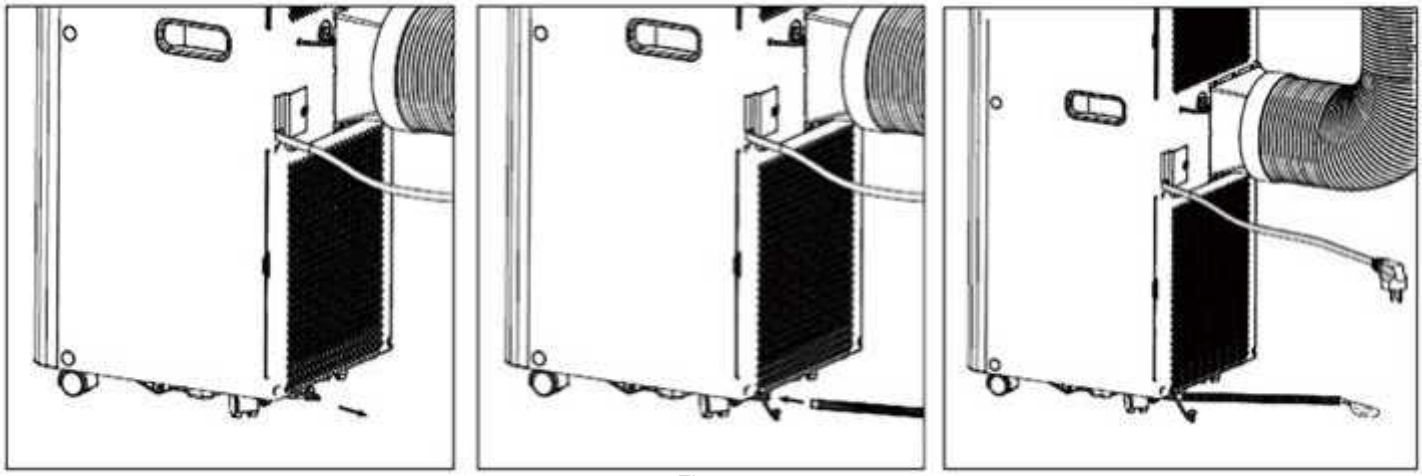

Fig. 9
3) Como se muestra en la Fig.9, conecte bien la manguera de desagüe (sólo para utilizar el modelo de calefacción);
Si va a dejar la unidad sin usar durante mucho tiempo, retire el tapón de goma del orificio de drenaje situado en la parte inferior de la unidad y drene el agua hacia el exterior. Puede utilizar el drenaje continuo con una manguera de drenaje conectada al orificio de drenaje inferior, cuando la unidad funciona en el modo CALOR. No es necesario utilizar el drenaje continuo cuando la unidad funciona en modo FRÍO o DESHUMIDIFICACIÓN. La unidad puede evaporar el agua condensada automáticamente por el motor de salpicadura. Asegúrese de que los orificios de drenaje estén bien tapados. Si el motor de salpicadura de agua está dañado, se puede utilizar el drenaje continuo. Para conectar la manguera de drenaje al orificio de drenaje inferior (Fig.9), la unidad también puede funcionar bien. Si el motor de salpicadura de agua está dañado, también se puede utilizar el drenaje intermitente. Bajo esta condición, cuando el indicador de agua llena se encienda, por favor conecte una manguera de drenaje al agujero de drenaje inferior, entonces toda el agua en el tanque de agua será drenada afuera. La unidad también puede funcionar bien.